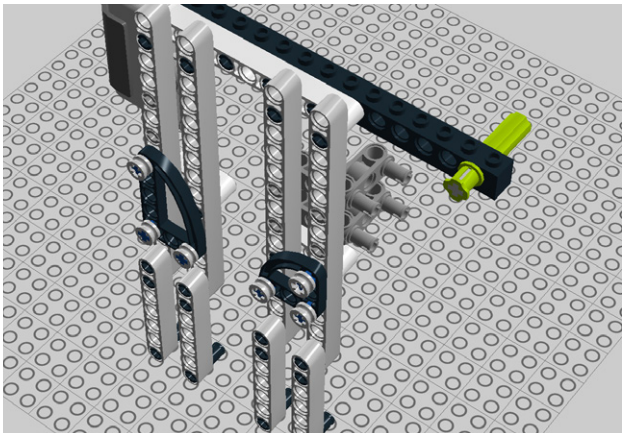

Figure 5-62. *Step 55: Adding a bush and cross-axle extension*
55. A bush and a cross-axle extension are needed next. Figure 5-62 shows where you should put them.